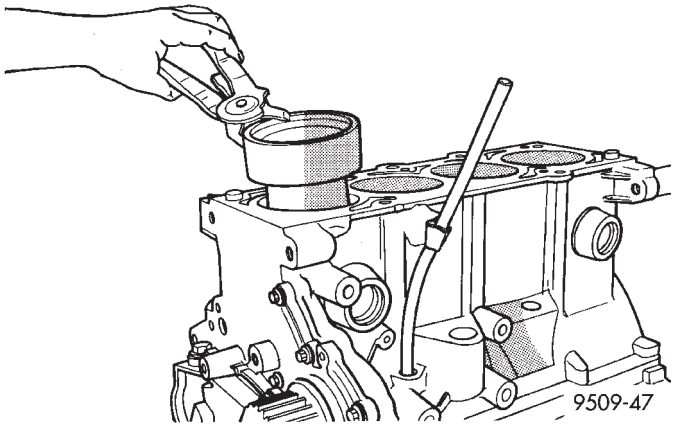

Abb. 115 Kolben einbauen
(3) Kolbenboden und Kolbenringe in sauberes Motoröl tauchen und Kolbenringspannband über den Kolben schieben (Abb. 115). **Darauf achten, daß sich die Lage der Ringe dabei nicht verändert**.